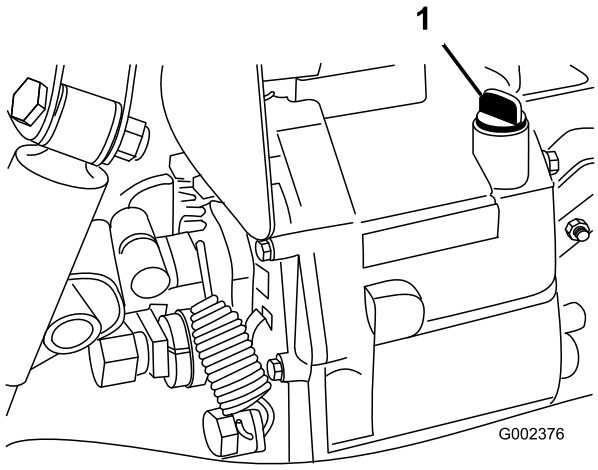

Rysunek 18
2. Oczyścić obszar wokół wskaźnika poziomu (Rysunek 18).